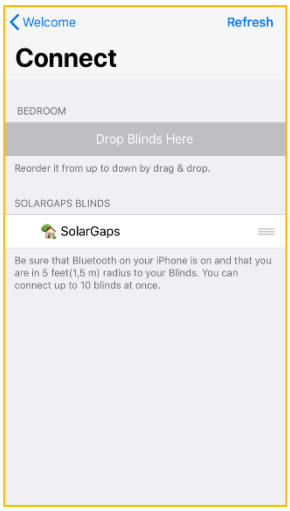

Figure 6
10.2.3.3. As soon as the BLINDS appear on the screen, swipe them to **Drop Blinds Here** *(Fig. 6)*.